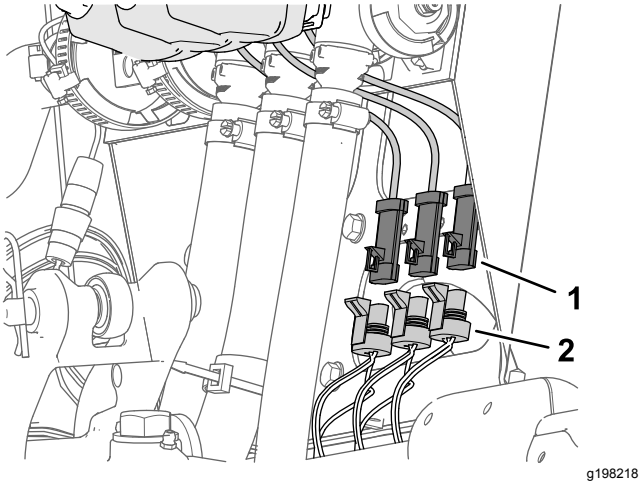

Figur 29
1. Koble kontaktene med tre sokler merket VENSTRE SPREDERVENTIL, MIDTRE SPREDERVENTIL og HØYRE SPREDERVENTIL på maskinledningssatsen fra kontaktene med tre kontakter på de tre spederventilaktuatorene (Figur 29).